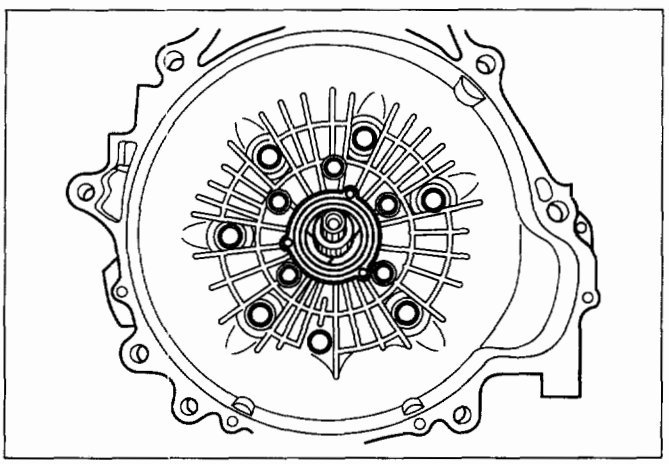

Fig. 7A-29l
3. **Oil seal ring (Fig. 7A-29l)**